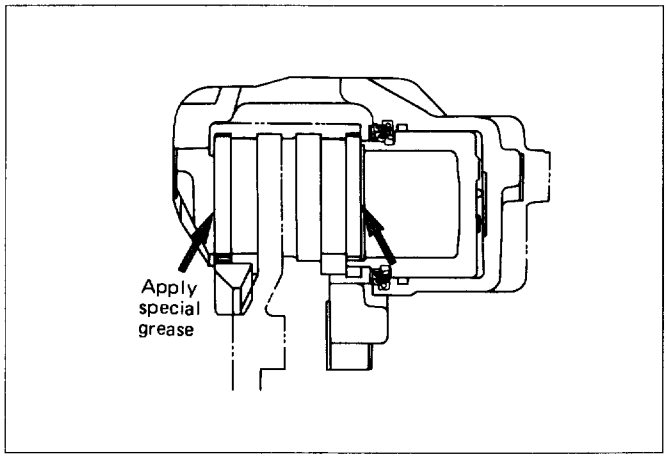

Fig. 5A2-7
3. **Caliper assembly (Fig. 5A2-8)**